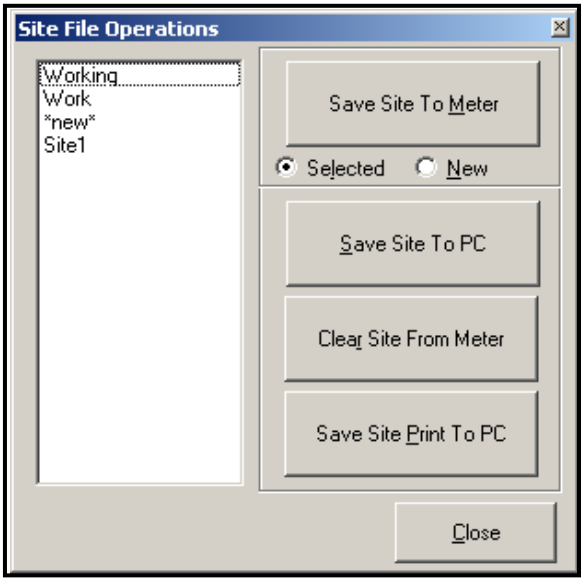

Figure 30: The *Site File Operations* Window
To access site files, click on the *Site Files* button in the *Properties* window. The *Site File Operations* window (shown in *Figure 30*) opens.
1. Highlight the desired site in the left pane. (See *Figure 30 on page 91.*)
1. Highlight the site in the left pane. (See *Figure 30 on page 91.*)
1. Highlight the site in the left pane. (See *Figure 30 on page 91*.)